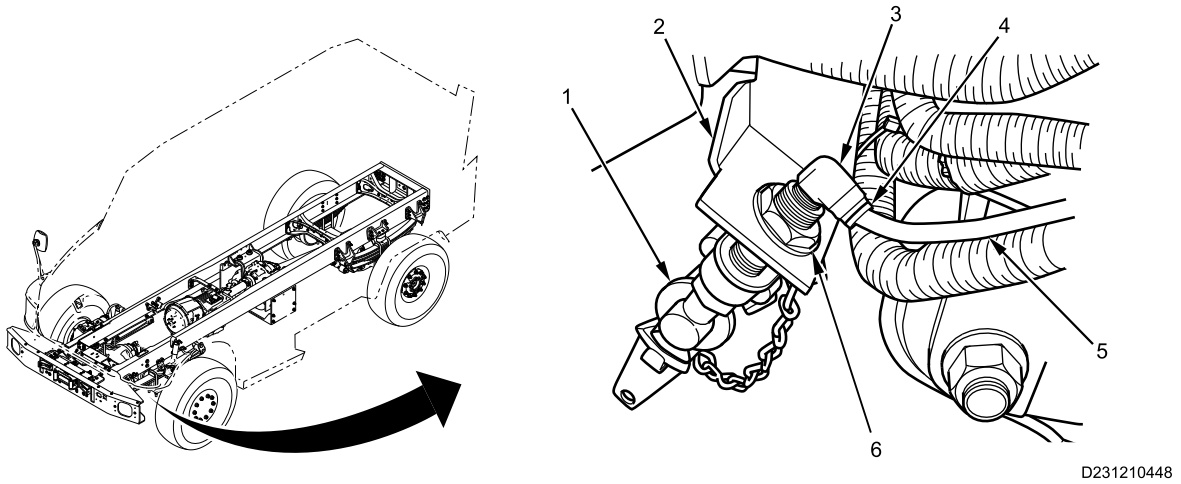

Figure 1. Gladhand.
2. Push air line hose (Figure 1, Item 5) into elbow fitting (Figure 1, Item 3), hold retaining ring (Figure 1, Item 4) in, and remove air line hose from elbow fitting.
3. Remove elbow fitting (Figure 1, Item 3) from gladhand (Figure 1, Item 1).
4. Remove nut (Figure 1, Item 6), lockwasher, and gladhand (Figure 1, Item 1) from bracket (Figure 1, Item 2). Discard lockwashers.